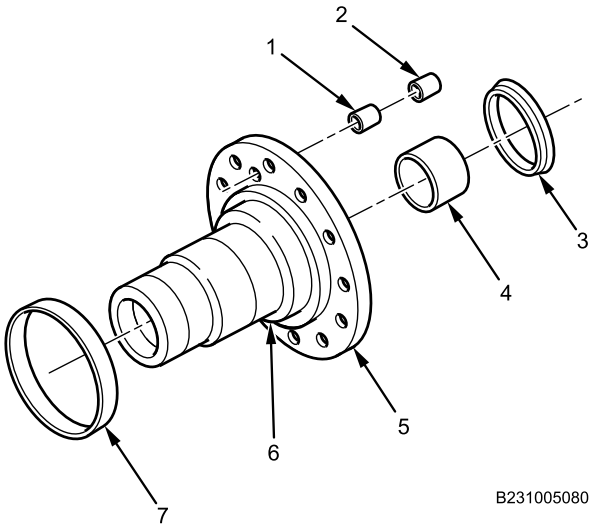

Figure 7. Spindle and ABS Sensor Sleeve and Clip.
1. Install spindle oil seal sleeve (Figure 7, Item 7) on spindle (Figure 7, Item 5). Oil seal sleeve should be 15/16 inch (23.8 mm) below inner bearing shoulder (Figure 7, Item 6) on spindle (Figure 7, Item 5).
2. Install ABS sensor steel sleeve (Figure 7, Item 2) and clip (Figure 7, Item 1) in spindle (Figure 7, Item 5).
3. Install new axle bushing (Figure 7, Item 4) and new grease seal (Figure 7, Item 3) in spindle (Figure 7, Item 5).
4. Fill axle bushing (Figure 7, Item 4) and grease seal (Figure 7, Item 3) with grease.